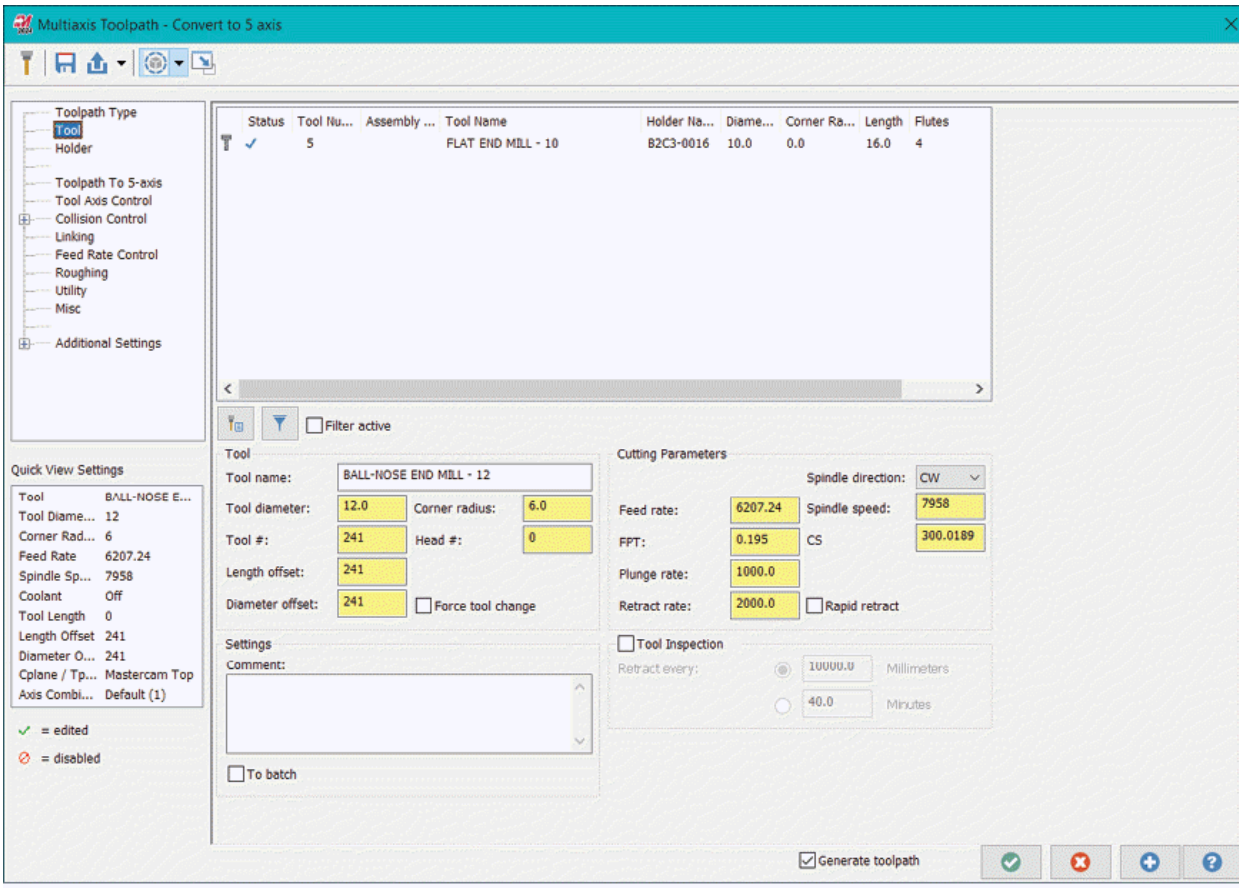

Figure-24. Multiaxis Toolpath-Convert to 5 axis dialog box
- Click on the **Convert to 5-axis** tool from the **Utilities** panel in the **Toolpaths** tab of the **Ribbon**. The **Multiaxis Toolpath - Convert to 5 axis** dialog box will be displayed; refer to Figure-24.